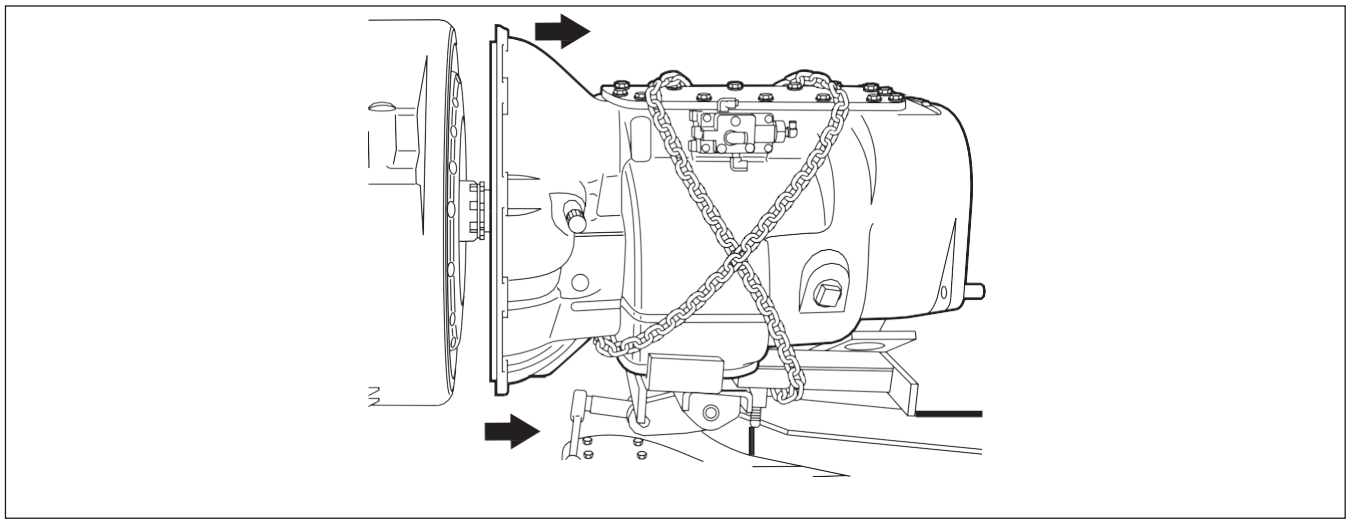

Fig. 11, Enlèvement de la transmission
20. Tirez la transmission en arrière, jusqu'à ce que l'arbre d'entrée de transmission soit dégagé de l'embrayage et du boîtier du volant moteur. Abaissez la transmission. Voir **Fig. 11**.